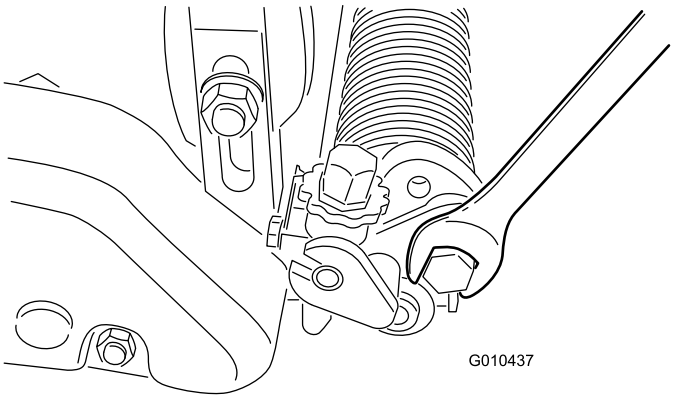

Bild 23
A. Lösen Sie die Schrauben am rechten und linken Groomerarm (Bild 23).